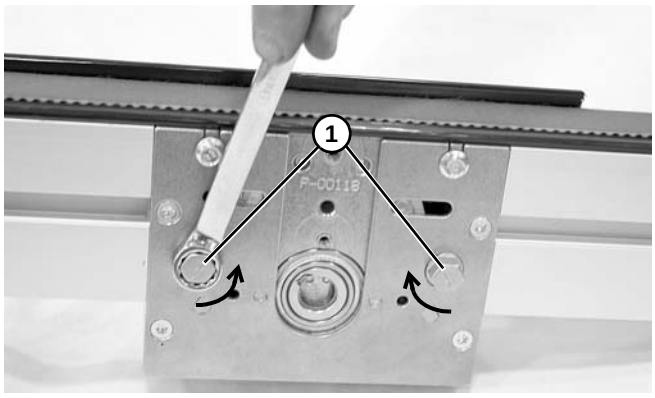

Figure 33
5. Rotate tensioner cams **(Figure 33, item 1)** in the direction indicated to release tension on belt.